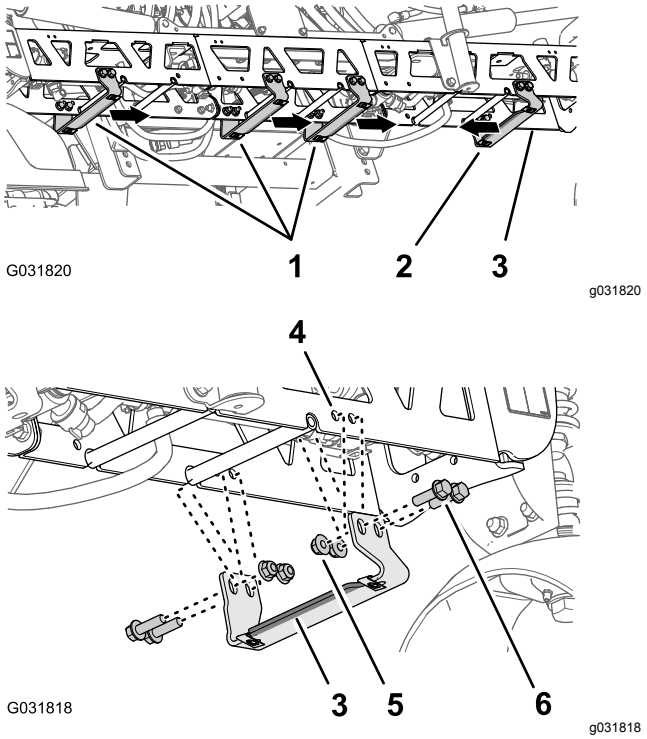

Figur 236
3. Vid centersprutrampssektionen letar du rätt på de två hålparen längst till höger på den lodräta sidan av fackverksramen med 25 mm hålavstånd (Figur 236).
4. Rikta in hålen i ett stödfäste (Toro-artikelnr 131-3703-03) med hålen i centersprutrampssektionen som du identifierade i steg 3 med den breda flänsen på fästet till vänster. Se Figur 236.
5. Montera stödfästet på fackverksramen (Figur 236) med fyra flänsskruvar (3/8 x 1 1/4 tum – Toro-artikelnr 110-5050) och fyra flänslåsmuttrar (3/8 tum – Toro-artikelnr 104-8301).
6. Leta reda på de kvarvarande hålparen på den lodräta sidan av fackverksramen med 25 mm hålavstånd (Figur 236).
7. Rikta in hålen i de tre stödfästena (Toro-artikelnr 131-3703-03) med hålen i centersprutrampssektionen som du identifierade i steg 6 med den breda flänsen på fästet till höger (Figur 236).
8. Montera stödfästet på fackverksramen (Figur 236) med tolv flänsskruvar (3/8 x 1 1/4 tum – Toro-artikelnr 110-5050) och tolv flänslåsmuttrar (3/8 tum – Toro-artikelnr 104-8301).